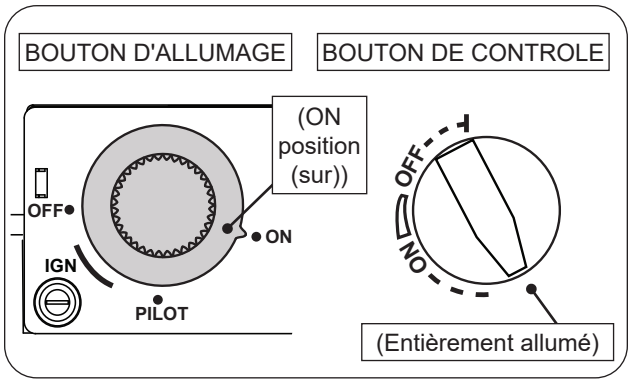

Fig. 59-1 Éclairage manuel
1. Assurez-vous que la veilleuse brûle. Tournez le bouton d'allumage dans le sens antihoraire ↶ sur **ON** (sur) (voir Fig. 59-1).
2. Tournez le bouton de commande dans le sens antihoraire ↶ jusqu'à la position complètement **ON** (sur) pour allumer le brûleur (voir Fig. 59-1).